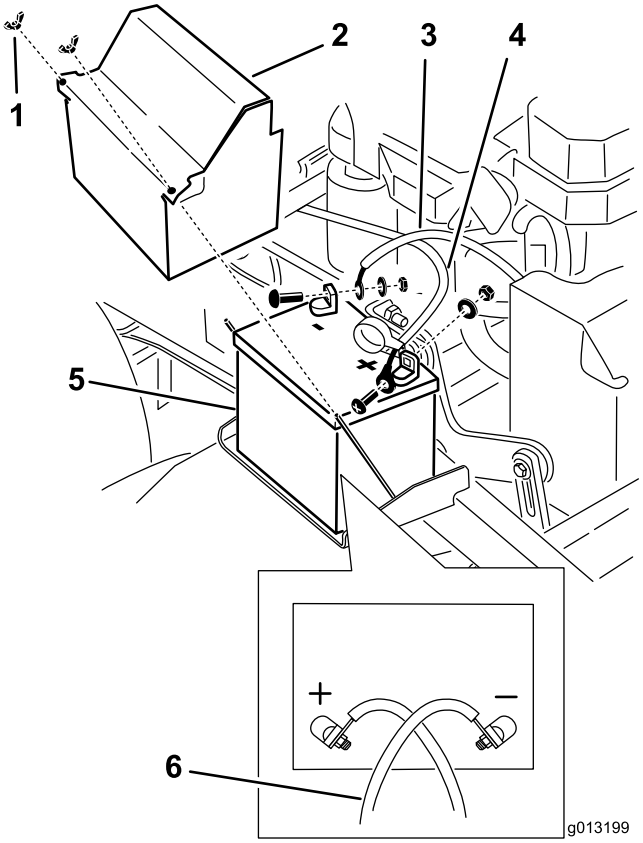

**Figur 53**
3. Ta den negative batterikabelen av den negative (–) batteripolen (Figur 53).
4. Skyv den røde polhetten av den positive (røde) batteripolen. Fjern deretter den positive (røde) kabelen (Figur 53).
5. Ta ut batteritilholderen (Figur 53) og ta ut batteriet.
1. Legg batteriet i maskinen (Figur 53).
3. Monter først den positive (røde) batterikabelen til den positive (+) batteripolen med en mutter, skive og skrue (Figur 53). Sett gummihetten på batteripolen.
4. Monter deretter den negative batterikabelen til den negative (–) batteripolen med en mutter, skive og skrue (Figur 53).
**Merk:** Batterikablene vil krysse hverandre når de er riktig montert (Figur 53).